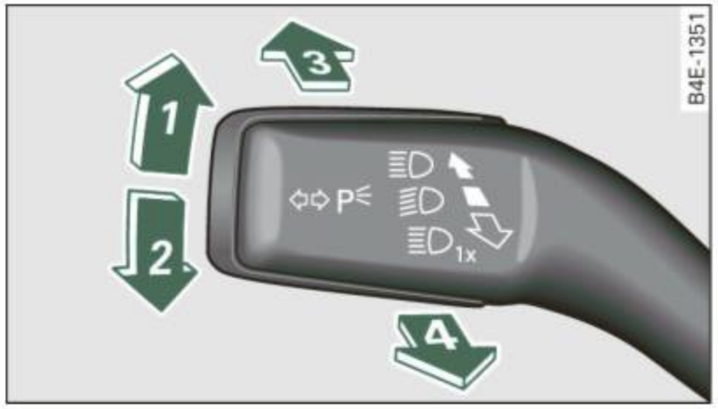

Fig. 52 Turn signal and high beam lever
– Lift the lever up all the way ⇒ fig. 52 (1), to use the right turn signals, or push the lever down all the way (2) to use the left turn signals.